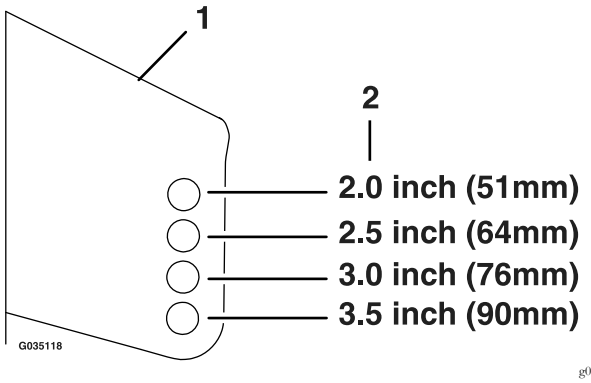

Figure 20
6. Place the rollers in one of the positions shown (Figure 20). Rollers will maintain 3/4 inch (19 mm) clearance to the ground to minimize gouging and roller wear or damage.